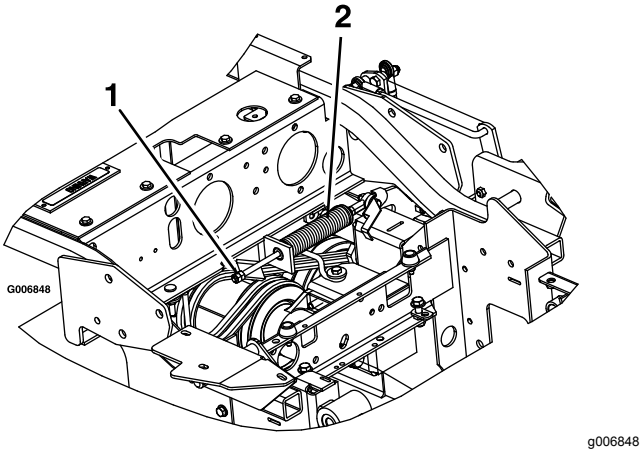

Figur 67
3. Leta reda på bromsfjädern och skruva ut de två kontramuttrarna till slutet av bromsfjäderstången (Figur 67).